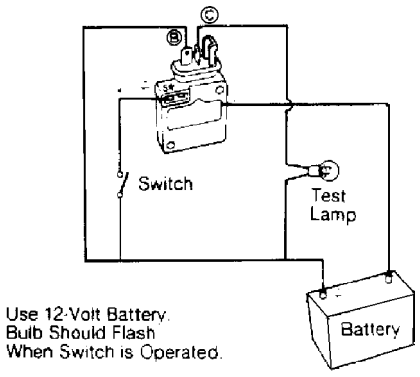

Fig. 5: Test Lamp Hookup for Checking Ignitor Operation
1) Remove ignitor from distributor base. Make a circuit as shown in Fig. 5 using wire and a test bulb. Use a 12 volt bulb of less than 10 watts.